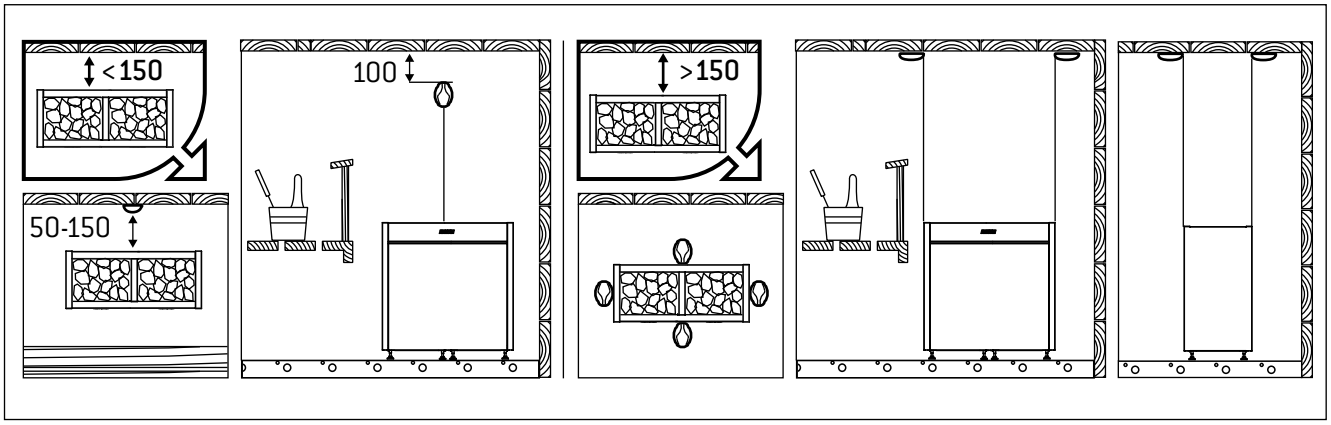

Рисунок 6. Установка датчиков (все размеры приведены в миллиметрах)
- Установите температурный датчик на стену сауны, как показано на рис. 6. При установке каменки от стены далее, чем 150 мм, датчик должен быть установлен на потолке.